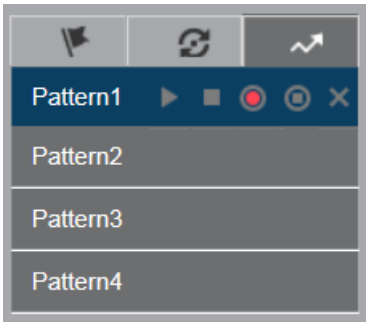

Figure 4-7 Patterns Settings Interface
2. Select a pattern number from the list as shown in Figure 4-7.